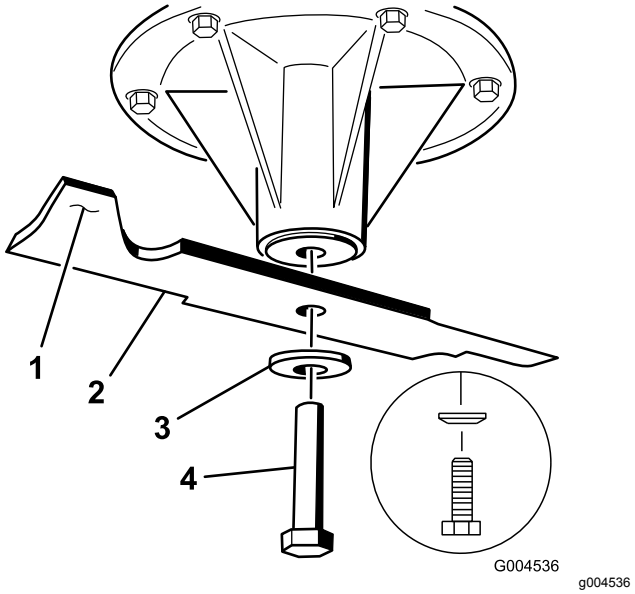

Figur 89
2. Fjern knivbolten, bueskiven og kniven fra spindelakselen (Figur 89).